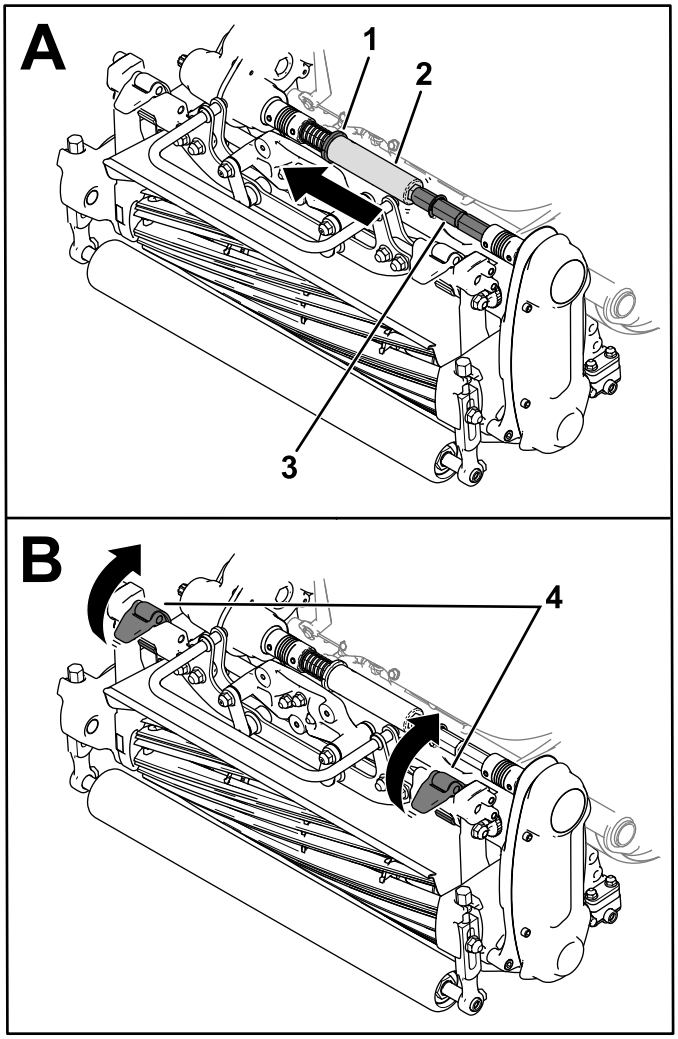

Rysunek 42
3. Wsuń kołnierz (Rysunek 42) w rowek wału przekładni.
4. Wysuń rurę sześciokątną z wału łącznika zespołu tnącego (Rysunek 42).
5. Przesuń zatrzaski zawieszenia w górę, aby zwolnić zespół tnący z maszyny (Rysunek 42).